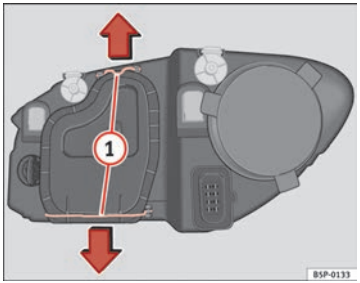

Fig. 190 Dipped beam headlights
– Move the loops ⇒ Fig. 190 (1) in the direction of the arrow and remove the cover.